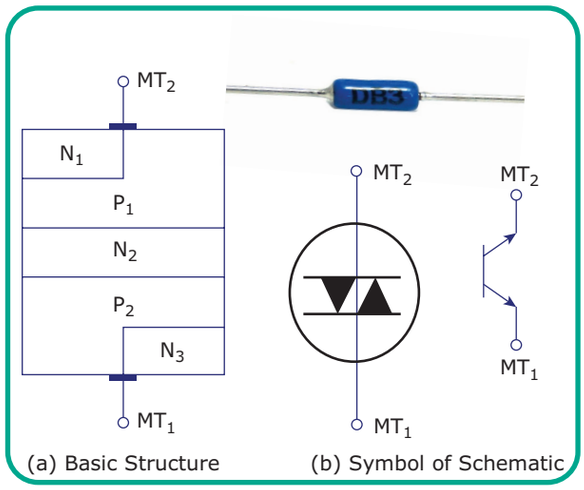

Figure 5.11 Basic Structure and Symbol of DIAC
Construction: SCR consists of four semiconductor layers forming a PNPN-structure as shown in the Figure 5.11. There are three junctions namely J_1, J_2, J_3. SCR have three leads, they are anode (A), cathode (K) and gate (G). The end P-layer acts as anode, the end N-layer acts as cathode and the P-layer nearer to cathode acts as gate.
Construction: Figure 5.11 shows the structure and symbol of DIAC. The DIAC is a two terminal device, namely MT_1, MT_2. It is a combination of parallel semiconductor layers ($P_1N_1P_2N_2$, $P_2N_1P_1N_3$) connected in anti-parallel. The DIAC can be configured to conduct in both the directions. The structure of DIAC is similar to transistor, but no terminal attached to the base layer.